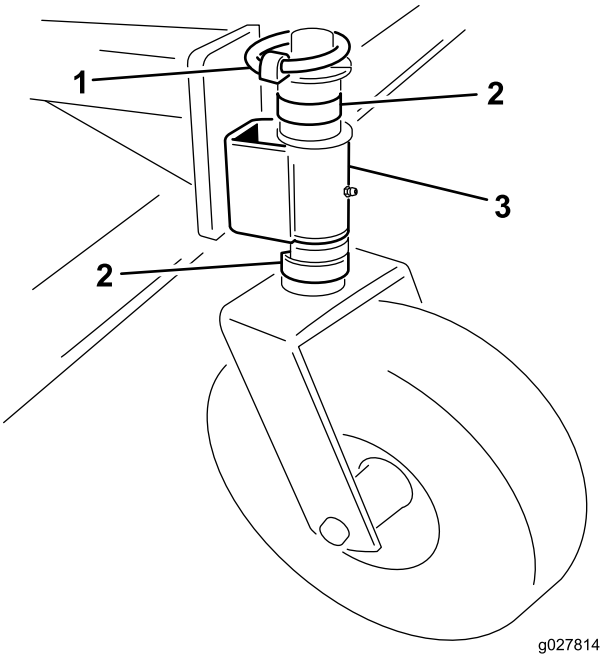

Figur 6
1. Fjern splittpinnen fra spindelakselen (Figur 6).